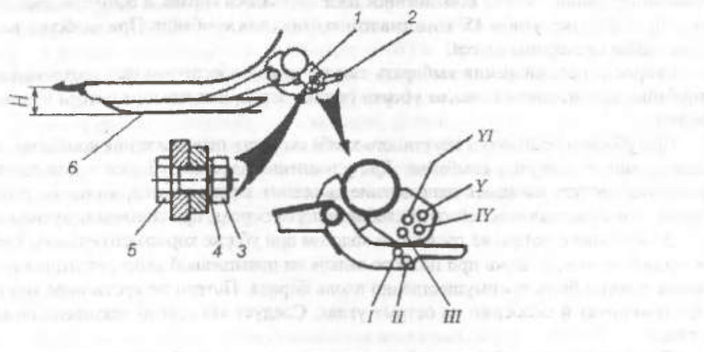

Рис. 106. Регулировка высоты среза стеблей:
- отсоедините рычаг 2 от косынки 1 (рис. 106), отвернув гайку 3 совместите одно из отверстий на рычаге 2 с отверстием на косынке, как указано в табл. 10, зафиксируйте болтом и гайкой, таким же образом установите другой башмак.